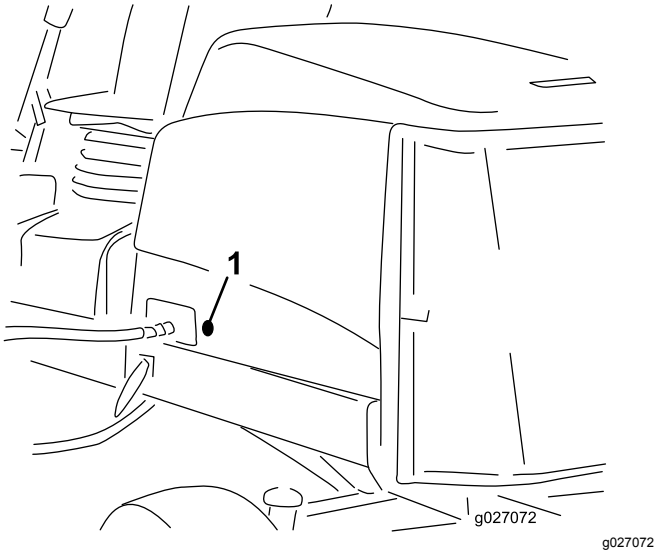

Figur 18
2. Fjern gummitetningen fra hullet på venstre side av pansenet (Figur 18).